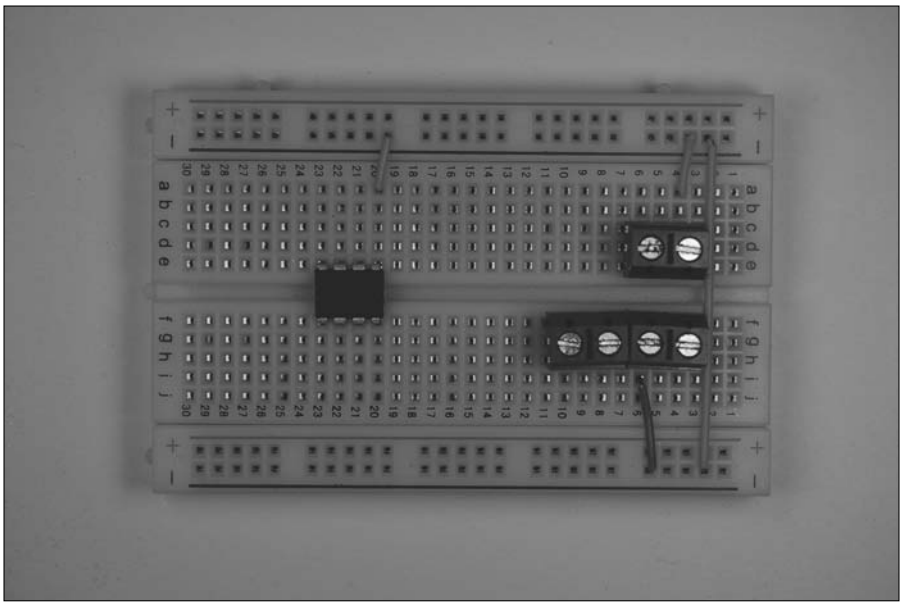

Figure 9-8: Connect components to the ground bus.
2. **Insert wires to connect the IC and the terminal blocks to the ground bus (marked with a – sign on this breadboard) and insert a wire between the two ground buses to connect them to each other, as shown in Figure 9-8.**